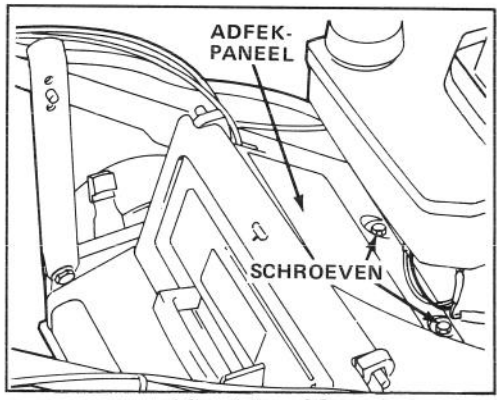

Afbeelding 33
6. Afdekpaneel op het maaihuis verwijderen en het gedeelte rondem het mesremmechanisme reinigen (Afb. 33).